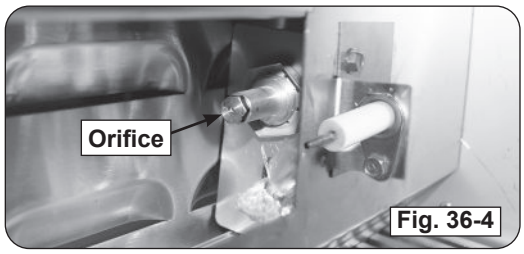

Fig. 36-4
6. Use a $^3/_8$" hex nut driver to remove the exposed orifice (Fig. 36-4). Check orifice. If needed, replace it with the correct orifice for the new gas.